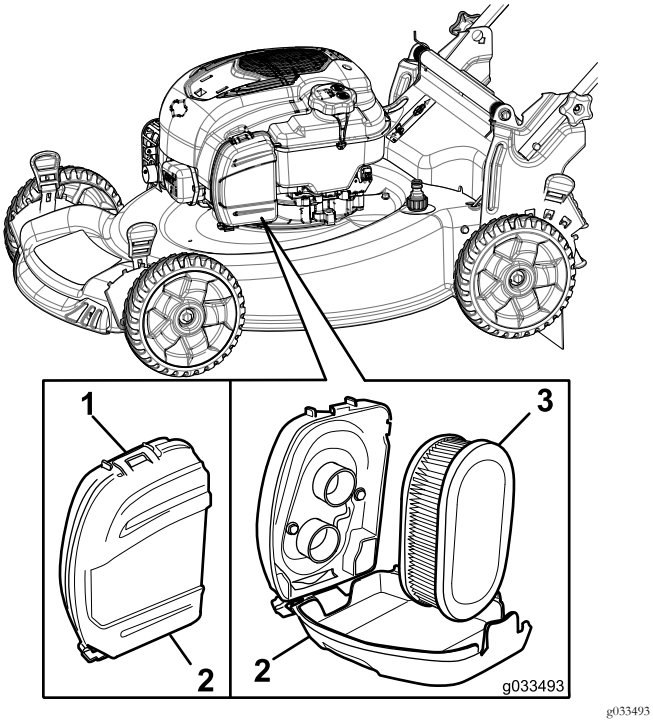

Rysunek 33
1. Odepnij górę pokrywy filtra powietrza (Rysunek 33).
2. Wyjmij filtr powietrza (Rysunek 33).